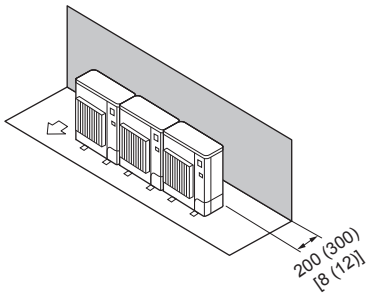

Fig. 2-12
① Obstáculos sólo en la parte trasera (Fig. 2-12)